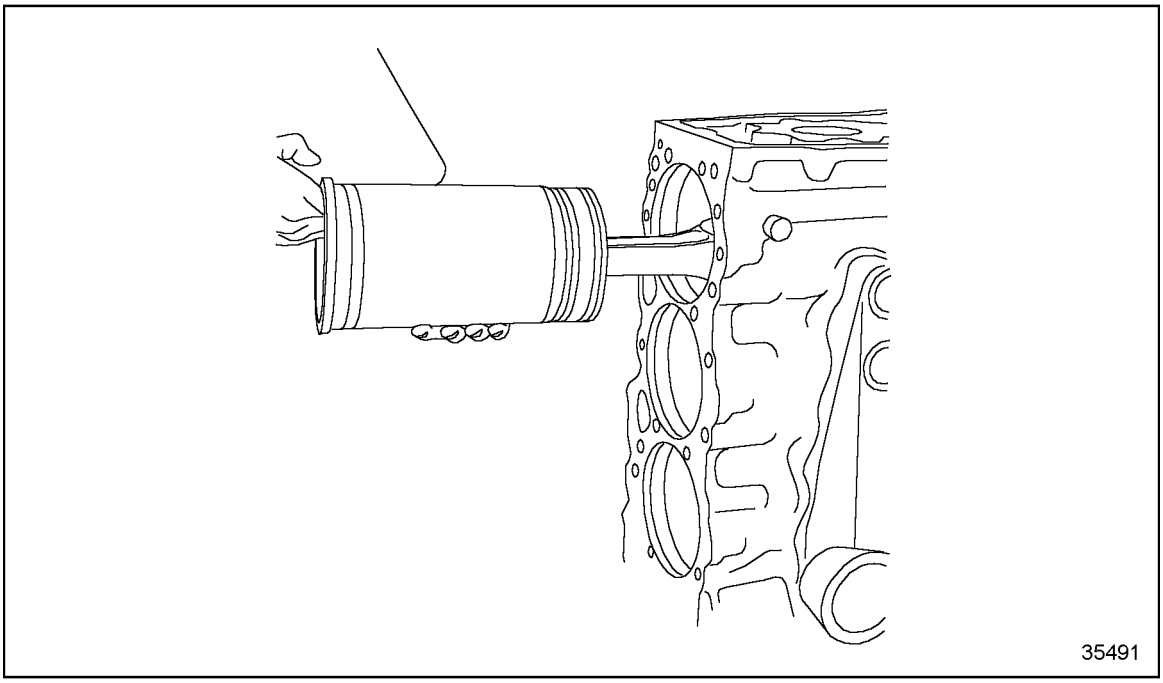

Figure 1-309 Installation of Liner, Piston and Rod Assembly into Engine Block
21. Slide the cylinder kit assembly into the cylinder block noting the position of the connecting rod to ensure the rod is assembled to the same position as it was when removed. Push by hand until resistance is felt. See Figure 1-309.